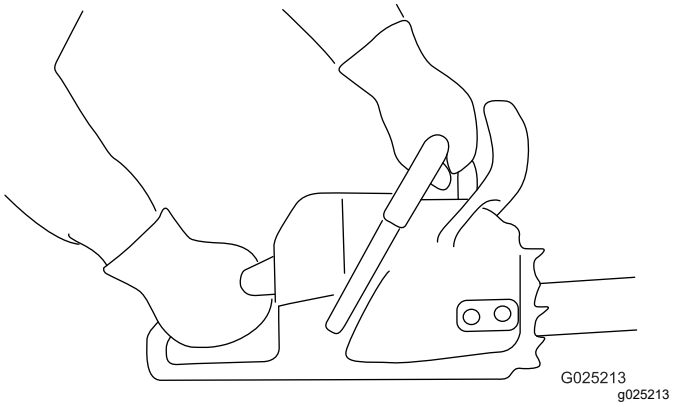

Figuur 11
1. Hou de kettingzaag met 2 handen vast, met uw linkerhand op de voorhandgreep en uw rechterhand op de achterhandgreep, zoals in Figuur 11.
1. Hou de kettingzaag vast zoals in Figuur 11
3. Hou de kettingzaag vast zoals in Figuur 11.
1. Hou de kettingzaag vast zoals in Figuur 11.